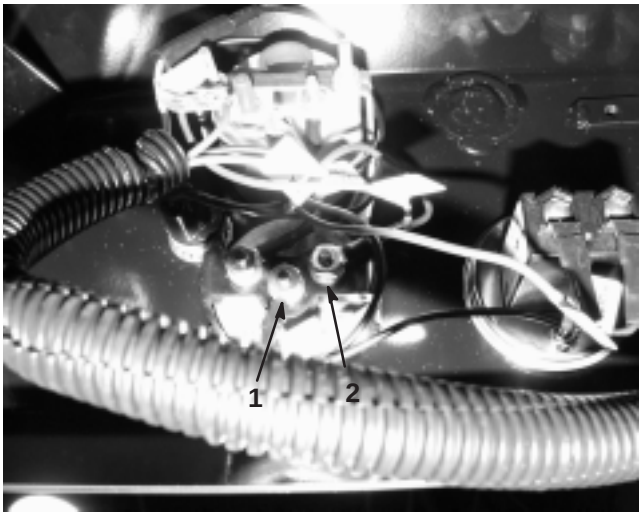

**Figure 2**
3. Under the dash, attach the harness' two ring terminals to the coolant gauge on the Multi–Pro 5600® vehicle. They will share the threaded post of the coolant gauge with the terminals already connected; red wire ring terminal to the positive side. (Stud closest to driver side); Black wire ring terminal to the negative or ground stud. (Middle stud on the gauge). Remove and re–use existing nuts and tighten. (Fig. 2).